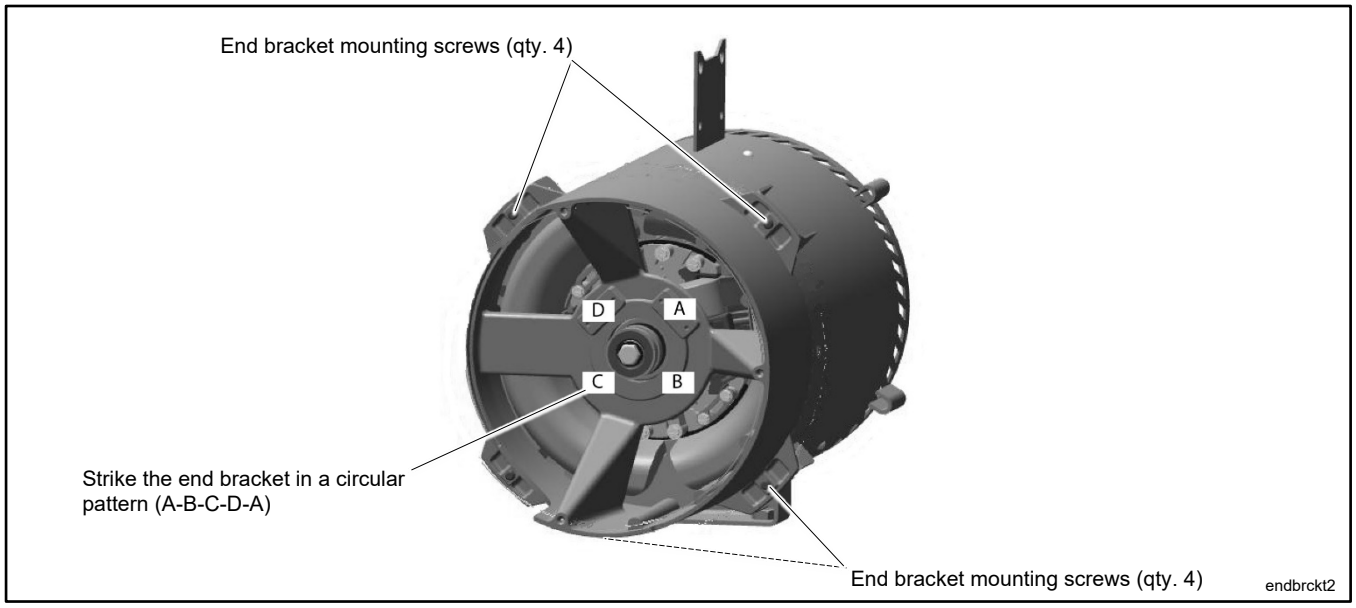

Figure 134 End Bracket Installation
c. Use a hard rubber or dead-blow hammer to strike the end bracket in a circular pattern to ease the end bracket over the bearing until the end bracket pilot seat is against the stator pilot seat. See Figure 134.
f. After the bolts are tightened, strike the bracket at locations A through D to relieve any residual stress. See Figure 134.